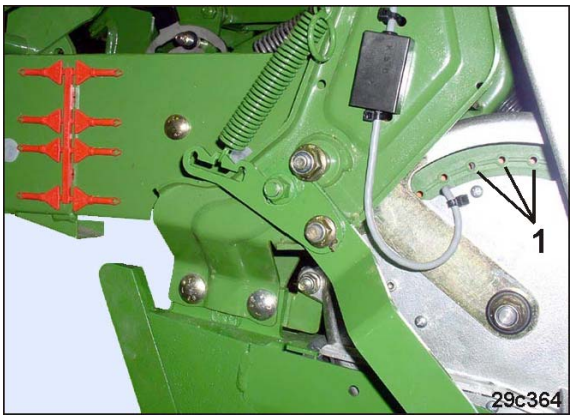

Fig. 103
Die Vereinzelungsscheibe ist im Sägehäusefenster (Fig. 103) sichtbar.
4. Eine zweite Person prüft, ob jede Bohrung (Fig. 103/1) mit einem Korn belegt ist.
Tritt Saatgut aus der Gehäuseöffnung (Fig. 103) aus, die Zulauföffnung verkleinern durch Verstellen der Reduzierklappe auf die nächst höhere Positionszahl.